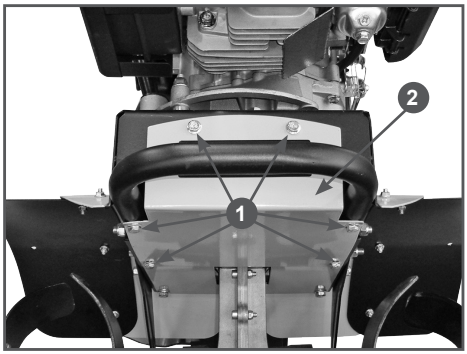

Рис. 23 Снятие передней крышки рамы
3. Открутите болты 1 крепления (6 шт.) и снимите переднюю крышку 2 рамы (Рис. 23).
Для визуального доступа к пружинам тросов включения хода необходимо снять переднюю крышку рамы (Рис. 23).